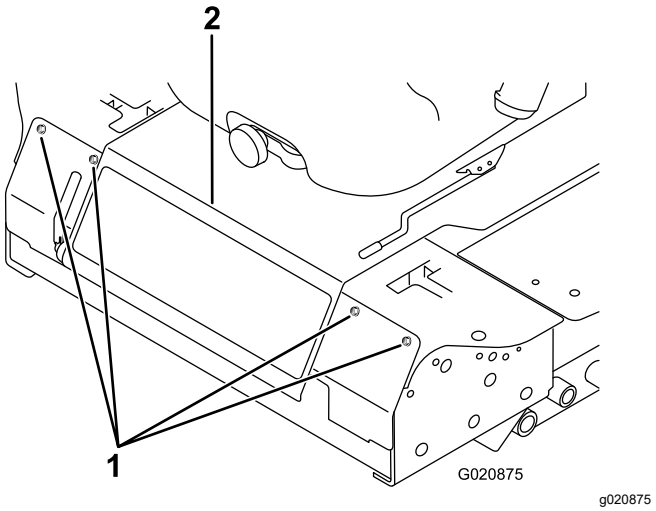

Figur 45
2. Lossa skruvarna som håller fast den främre panelen och ta bort den (Figur 45).